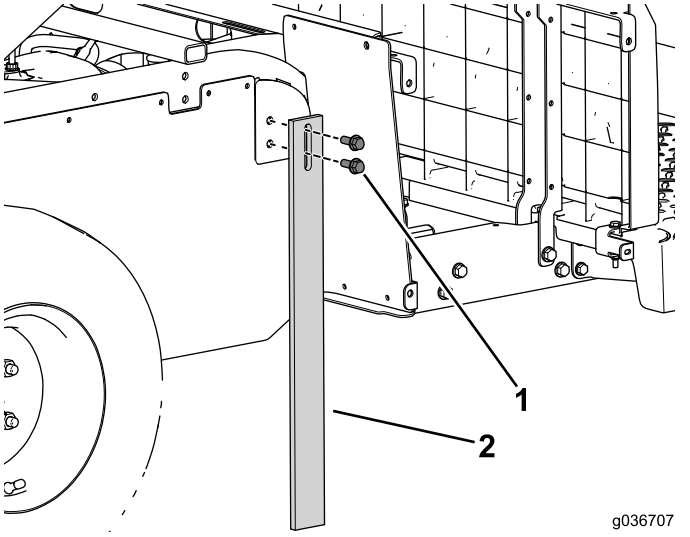

Figura 62
1. Instale la pata de apoyo en la máquina (Figura 62).